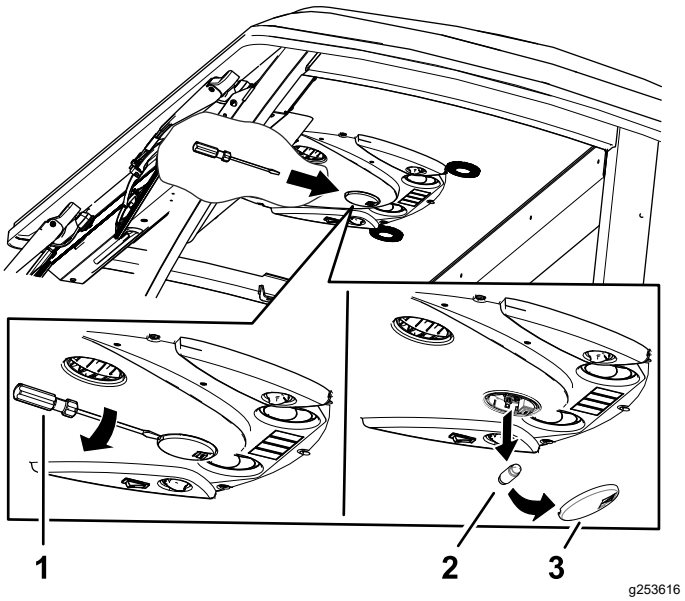

Figura 89
1. Rimuovete il vetro della luce dal quadro di comando con un cacciavite (Figura 89).
2. Rimuovete la lampadina dalla base della luce (Figura 89).